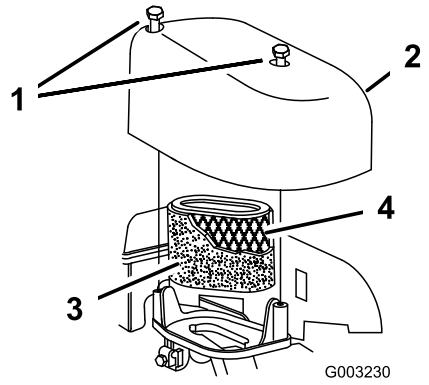

Figuur 34
2. Draai de schroeven los waarmee het luchtfilterdeksel vastzit (Figuur 34).